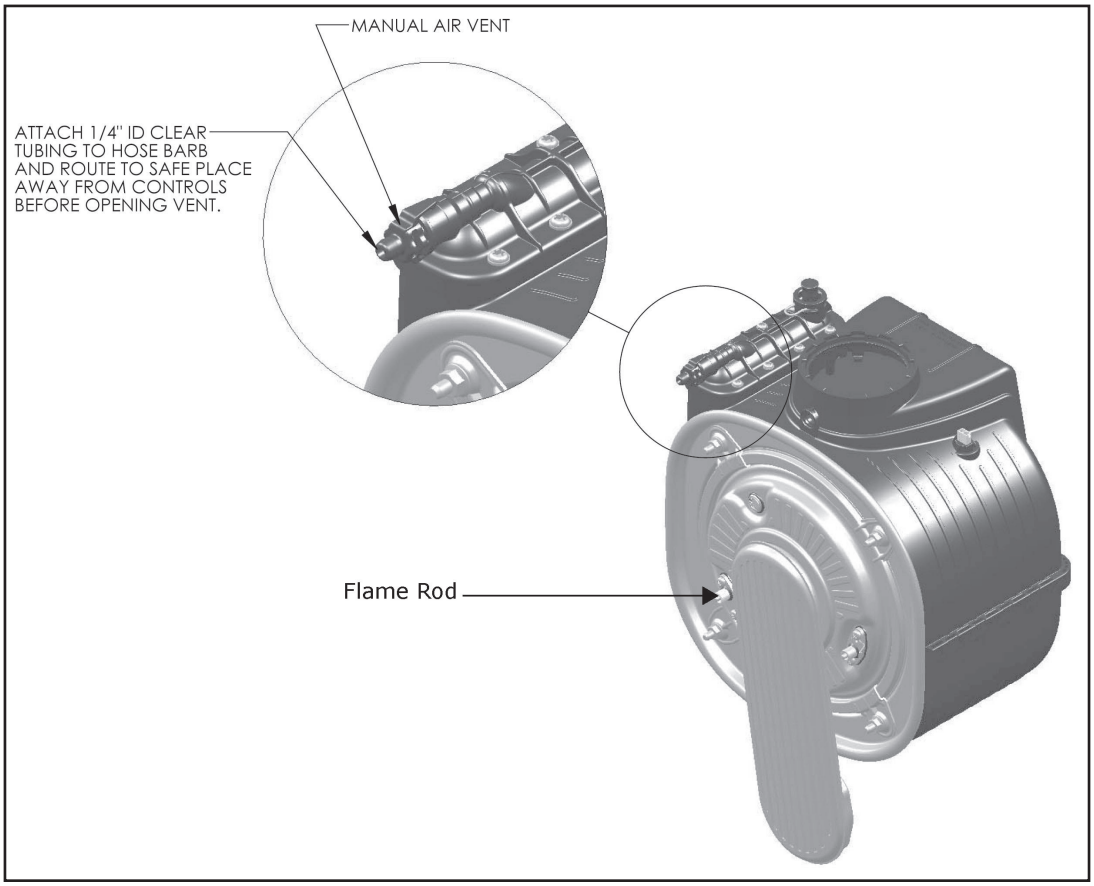

Figure 11.1: Location of Manual Air Vent
6) Bleed air from the heat exchanger using the manual air vent in the top left side of the heat exchanger (Figure 11.1). To do this install a piece of ¼" ID clear tubing over the hose barb and route the tubing to a location where water will not damage controls or nearby construction. Turn vent counter clockwise and allow heat exchanger to vent until a steady stream of water is observed. Close vent and remove hose.
17) Perform a check of the ignition safety shut-off device. With the burner firing, carefully unplug the orange flame rod wire at the flame rod using a pair of insulated pliers (Figure 11.1). The burner should shut off immediately.